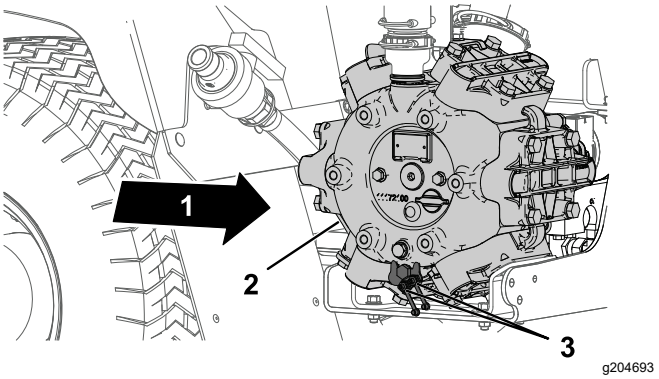

Figura 70
1. Limpe os 2 bocais de lubrificação remotos (Figura 70).
2. Introduza o lubrificante no bocal de lubrificação remoto (Figura 70).